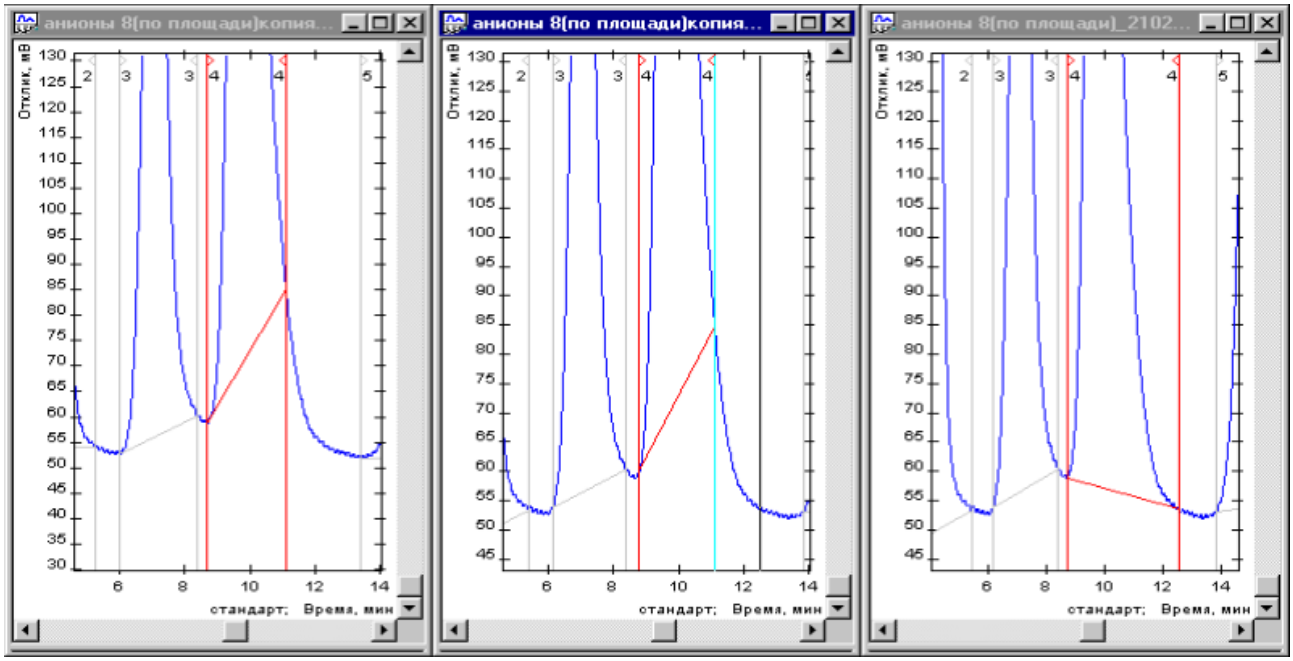

Рис. 54: 1) Выбранный пик; 2) Перемещение границы пика; 3) Результат.
2. Чтобы переместить границу пика, кликните по ней и, удерживая левую кнопку мыши, переместите границу в необходимую позицию (Рис. 54).